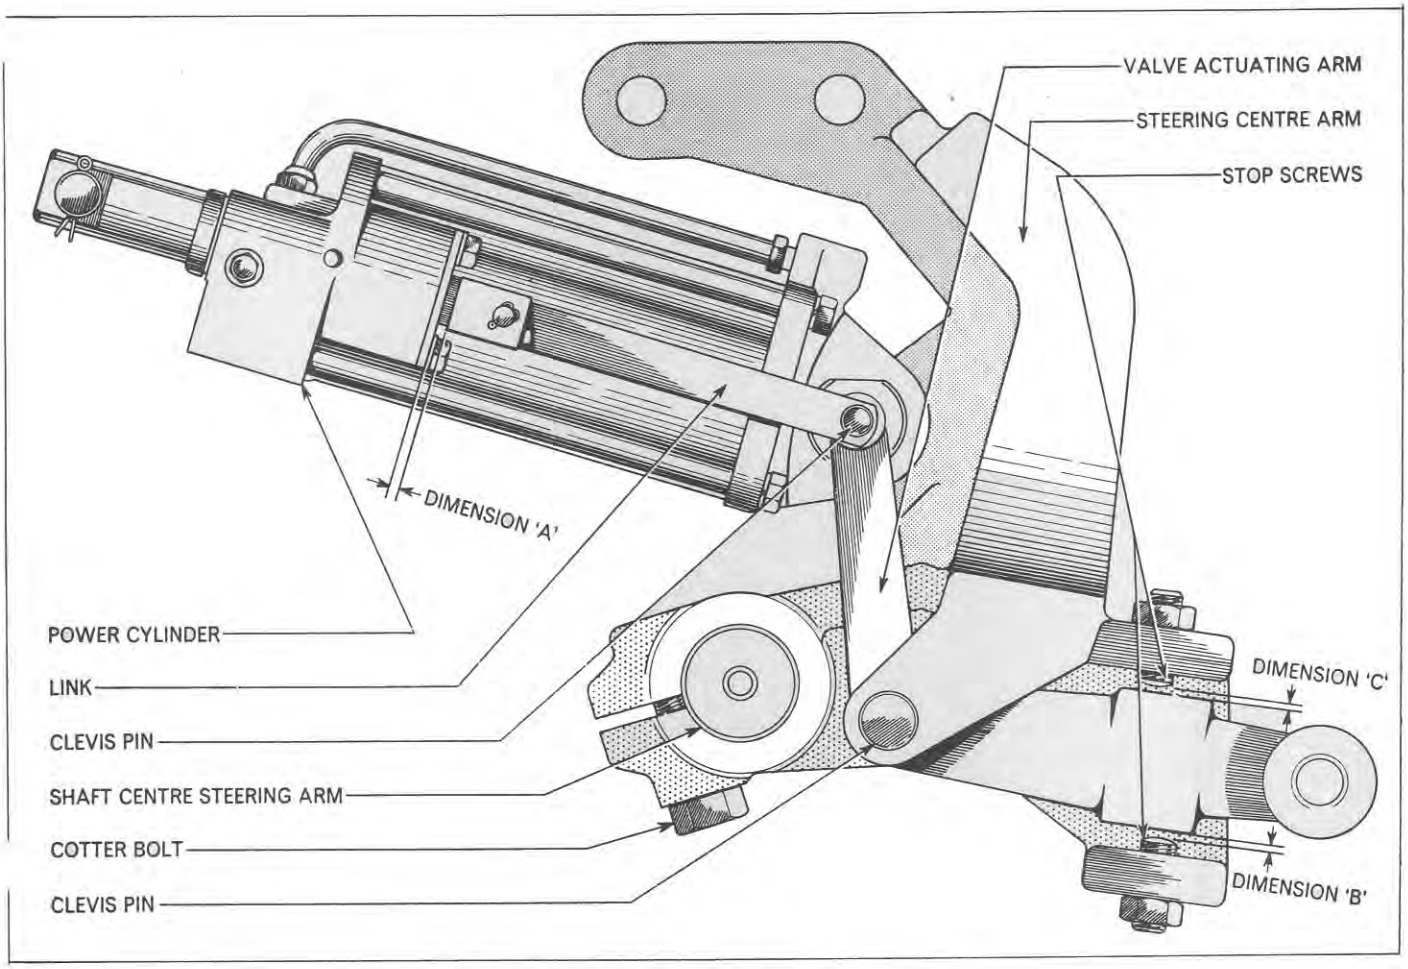

Figure 66
5. Position the valve actuating arm so that clevis pin retaining control valve link to arm installs freely. Measure and record dimension 'A.', Figure 66.
9. Adjust the stop screws so that dimensions 'B' and 'C', Figure 66, are at the minimum setting to obtain power assistance over the steering range. This is obtained by decreasing dimensions 'B' and 'C' until power assistance is lost in both directions. Then adjust the stop screws until power assistance is just regained over the steering range. When adjustments have been completed tighten the top screw locknuts, make sure that the stop screws do not move during the operation.